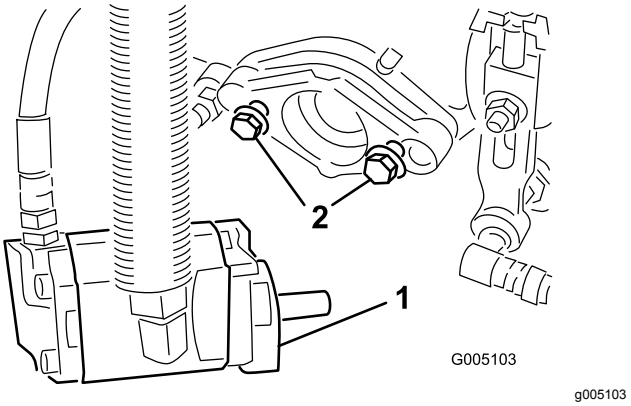

Figuur 10
6. Laat ongeveer 13 mm draad uitsteken op de montagebouten van de aandrijfmotoren (Figuur 10).
8. **Draai de montagebouten vast** (Figuur 10).